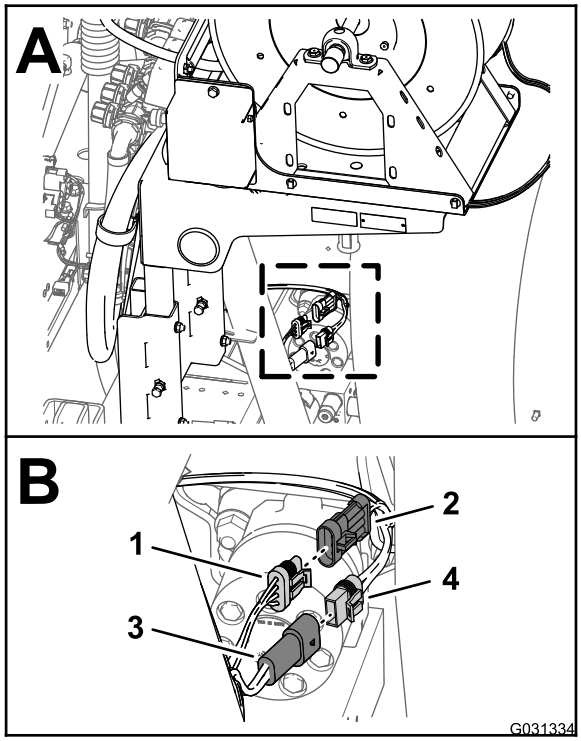

Figur 10
1. Leta reda på kablaget för satsen med den svängbara slangvindan på baksidan av spruttanken på maskinens baksida (Figur 10).
2. Koppla loss kontakten med två uttag på kablaget för den elektriska slangvindan från kontakten med två stift på det bakre huvudkablaget (Figur 10).
3. Koppla loss kontakten med tre stift på kablaget för den elektriska slangvindan från kontakten med tre uttag på det bakre huvudkablaget (Figur 10).